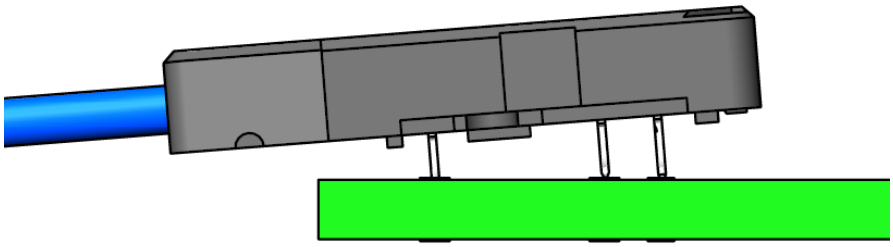

Figure 2: Right Column EONs Being Aligned With PCB Vias
- Begin by holding the cable assembly at a slight angle so that the tips of the outside column press fit tails, left or right, can be inserted into either the first or last column of via holes on the PCB. See figure 2.